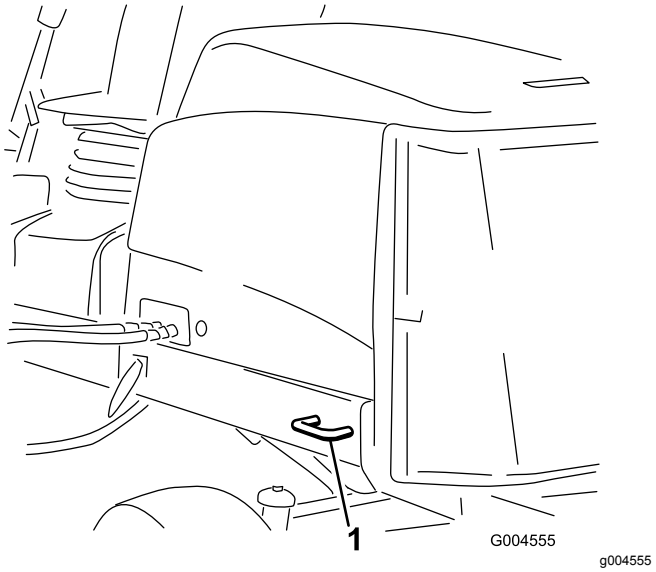

Figuur 71
- Achter – Beide zijden van het achterframe van de machine (Figuur 71)